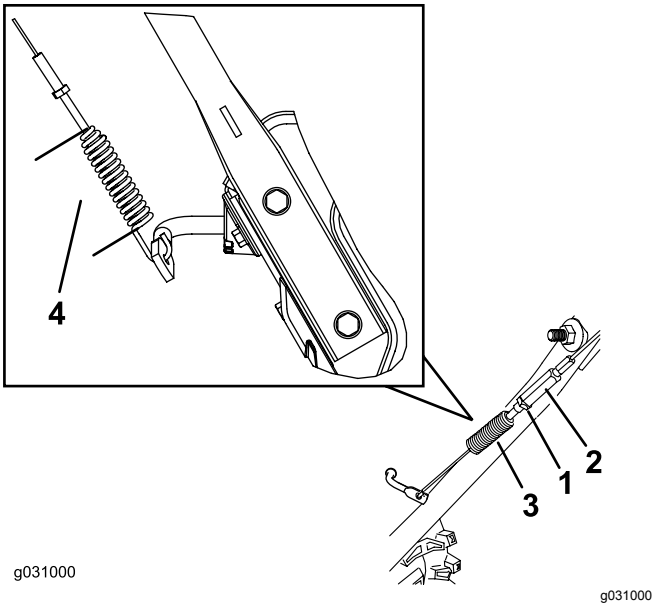

Figur 29
3. Løsne eller stram til spennmutteren for å justere fjærlengden til 7 cm som vist i Figur 29.
4. Stram låsemutteren (Figur 29). Påse at det er litt spenning i kabelen.